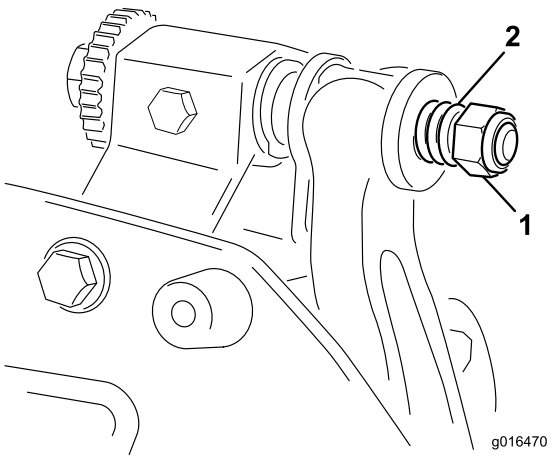

Figur 21
3. Trekk til fjærspenningsmutteren til fjæren bryter sammen. Skru deretter ut 1/2 gang (Figur 21).